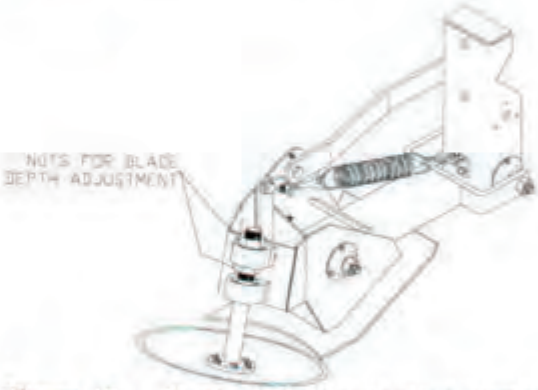

Figure 17a. Mechanical Disc Scalper (2001) Cutting Depth Adjustment.
1. Adjust the spring tension with the nuts on the eyebolt (**see figure 17a).**